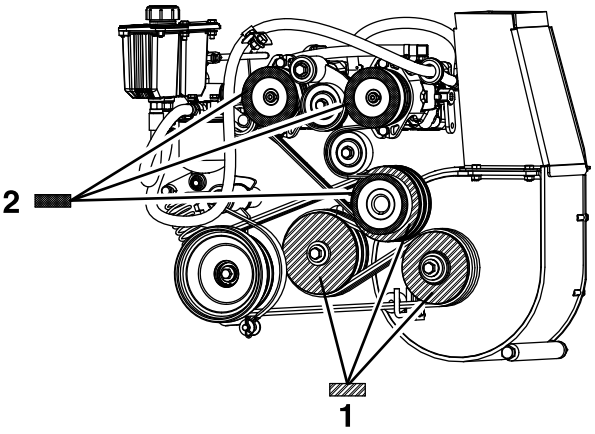

Figur 64
8. Målt fra vifteremskiven, flytt motoren og jekkakselen til den bakre overflaten for alle tre remskivene er innrettet innenfor 0,8 til 1,6 mm (Figur 64).
4. Bruk en rett kant til å innrette hver pumperemskive med motorlederullen ved å skyve den langs pumpeakselen (Figur 64).